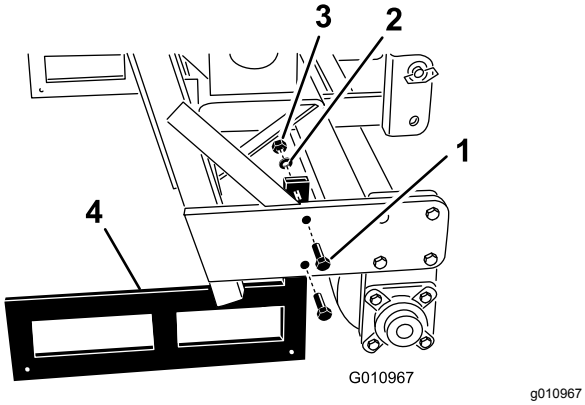

Figur 34
2. Fjern de bolte, låseskiver og møtrikker, der fastgør støttebenene på hver ende af dybdelufteren (Figur 34).